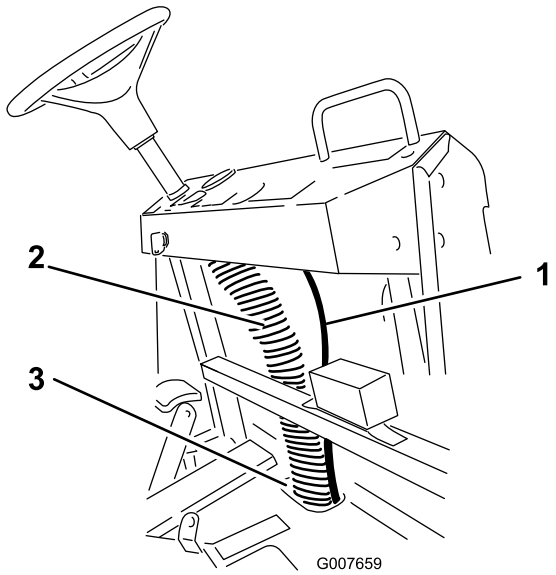

Figur 11
4. Dra slangen uppåt bakom instrumentbrädans högra sida (Figur 11).
5. Fäst slangen vid kolumnen med befintligt kablage (Figur 11).